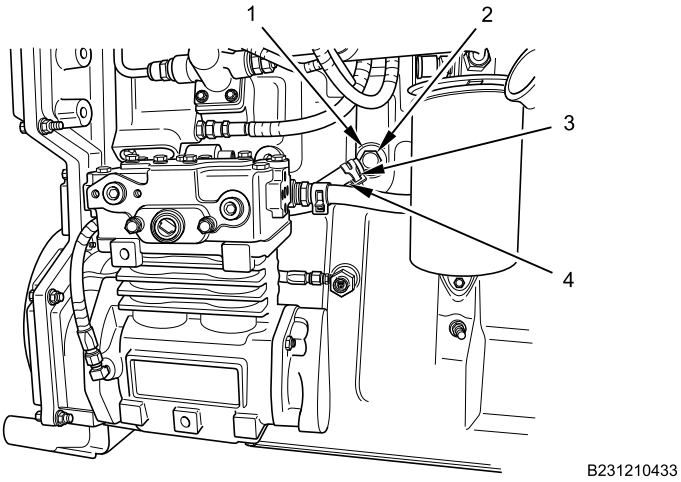

Figure 3. Air Compressor Coolant Inlet Block Connection.
5. Remove air compressor coolant inlet hose clamp (Figure 3, Item 3) and coolant hose (Figure 3, Item 4) from angle fitting (Figure 3, Item 2).
6. Remove angle fitting (Figure 3, Item 2) from engine block coolant port (Figure 3, Item 1).